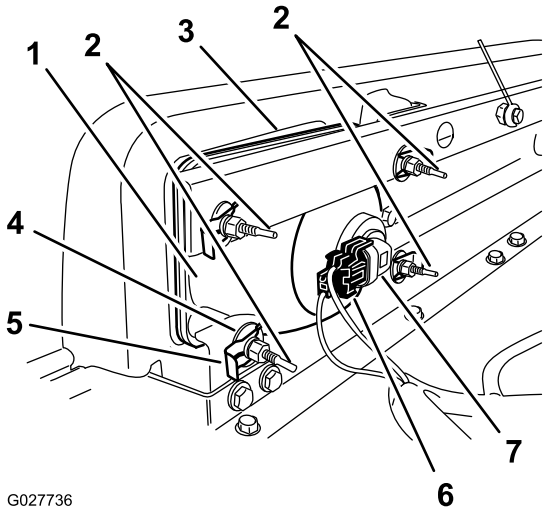

Figuur 59
3. Koppel de elektrische aansluiting voor de kabelboom los van de aansluiting van de lamp (Figuur 59).
4. Verwijder de snelklemmen en ringen waarmee de koplamp aan de koplampbeugel is bevestigd (Figuur 59).
5. Verwijder de koplamp door deze naar voren door de opening in de voorbumper te trekken (Figuur 59).
6. Monteer de nieuwe koplamp via de opening in de bumper (Figuur 59).
8. Koppel de elektrische aansluiting voor de kabelboom aan op de aansluiting van de lamp (Figuur 59).
2. Draai achteraan de koplamp aan de stelschroeven (Figuur 59) om de koplamp te draaien en de straal te richten.